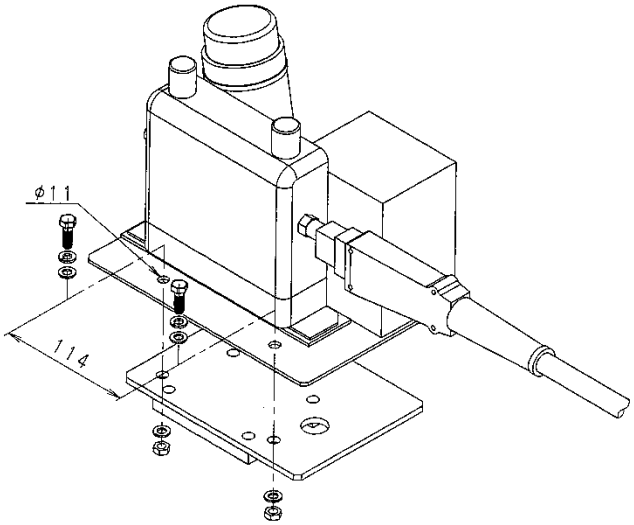

Abb. 1.2 Montage der Drahtzufuhreinheit (Verfahren 2)
2. Unter Bezugnahme auf Abb. 1.2 die Drahtzufuhreinheit auf der Halterung montieren. Für die Montage die der Drahtzufuhreinheit beiliegenden Sechskantschrauben, Unterlegscheiben und Muttern verwenden.
Bei RA05L kann die Drahtzufuhreinheit nicht am Arm montiert werden. Diese dementsprechend separat vom Arm eigenständig montieren, unter Berücksichtigung der Werkstücke und anderer Hindernisse. (Siehe Abb. 1.2 als Referenz für die Montage.)